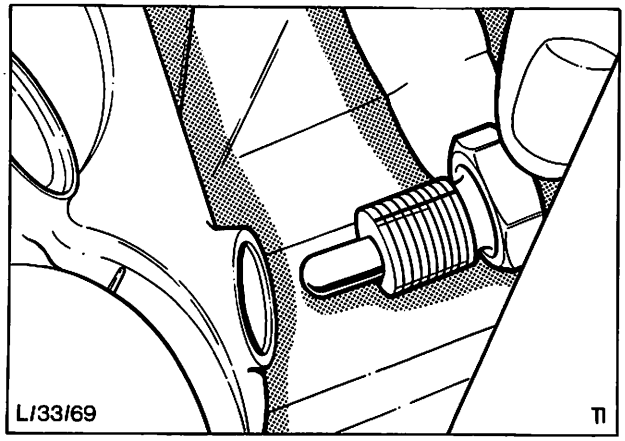

Abb. 86 Lage des Schalters – Rückfahrleuchte
3. Kabel abklemmen und Schalter aus der Getriebeverlängerung herausschrauben, Abb. 86.